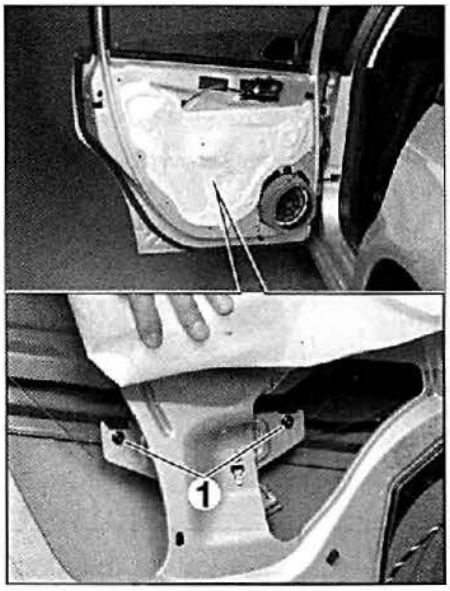

FIG. 53
• Desmontar los tornillos de fijación (1) **(fig. 53).**